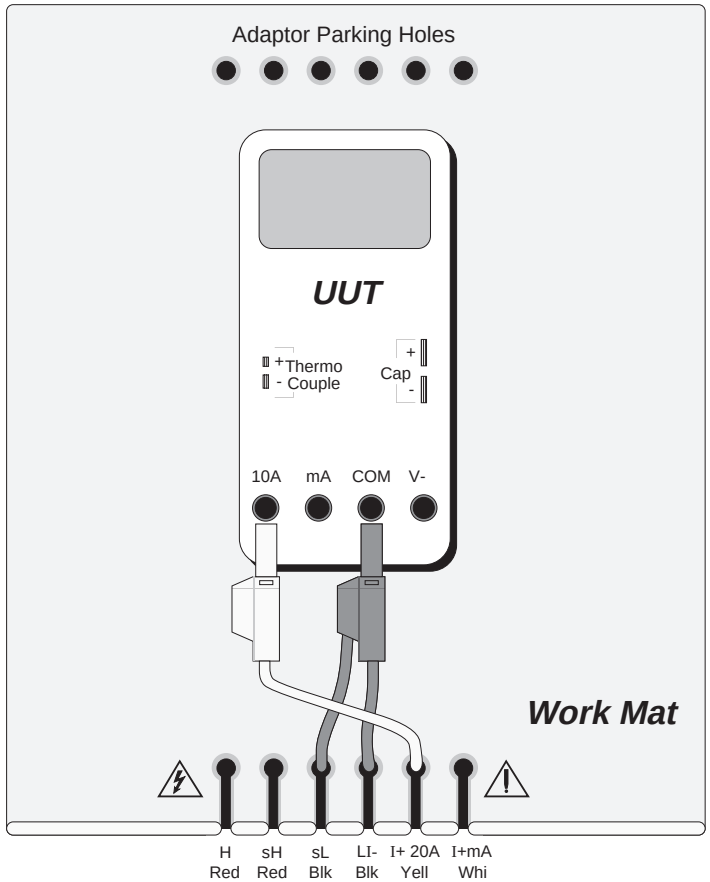

Fig. 4.6.3 Interconnections for ACI 'NORMAL OUTPUT' UUT Calibration
The general connection schemes for UUT calibration of AC Current Function are illustrated in *Figs. 4.6.3, 4.6.4 and 4.6.5*.
1. **Connections** — Connect the 9100 to the UUT as shown in *Fig. 4.6.3* (Normal Output), *4.6.4* (Aux Output) *or 4.6.5* (Current Coil Output), and ensure that both instruments are powered ON and warmed up.
- **a**. Use the front panel controls to set the 9100 Output to the UUT cal point frequency, current and output (SELECT OUTPUT key). Reconnect *(Fig. 4.6.3, 4.6.4 or 4.6.5)* as required.